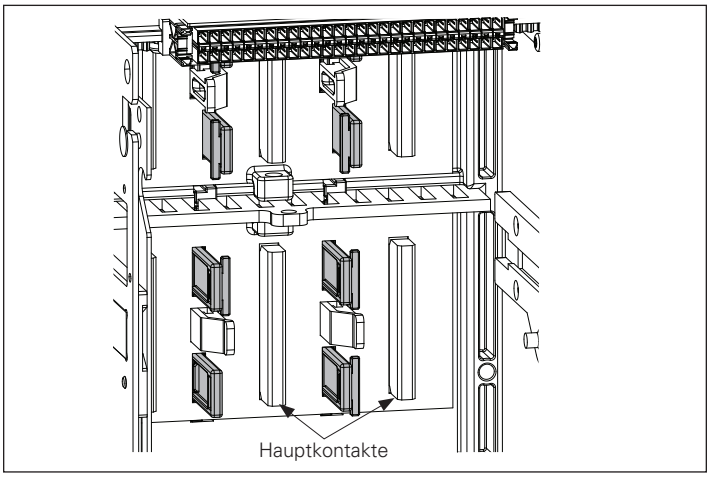
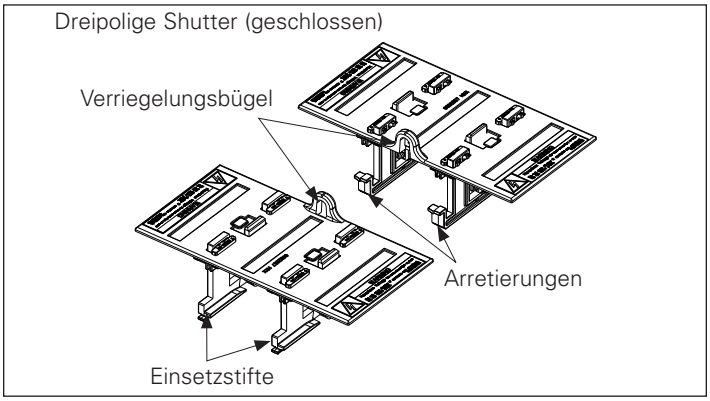
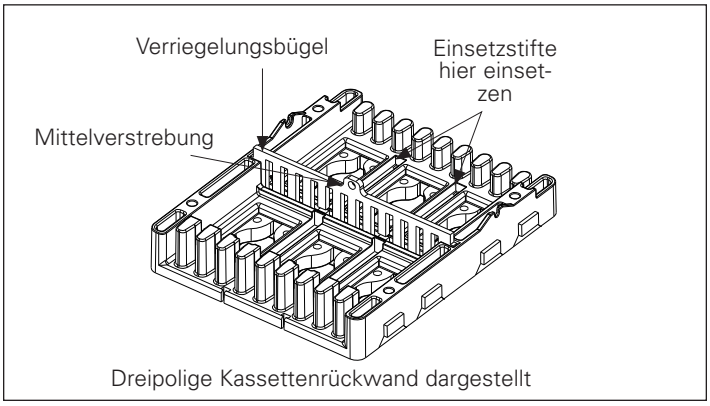

Abbildung 1 - Kassette (Frontansicht, Shutter geöffnet)
Abbildung 2 - Shutter
Abbildung 3 - Kassettenrückwand
Shutter (Berührungsschutz) dienen dem Berührungsschutz gemäß IP20. Sie decken automatisch die Primärkontakte der Kassette ab, wenn der Schalter nicht eingefahren ist (siehe Abbildung 1). Die Shutter verfügen über Vorrichtungen zur Verriegelung. Ein vollständiger Shuttersatz besteht aus zwei vormontierten Shutterteilen (siehe Abbildung 2). Die beiden Teile werden in die Rückwand der Kassette eingebaut (siehe Abbildung 3). Die Rückwand wird, um die Darstellung zu verdeutlichen, einzeln und ohne Primärkontakte abgebildet. Machen Sie sich sowohl mit den Shuttern als auch mit der Rückwand der Kassette vertraut, bevor Sie mit dem Einbau beginnen.
Schritt 2: Setzen Sie den Shutter, offen gehalten und angewinkelt (siehe Abbildung) in die Rückseite der Kassette. Die Einsetzstifte (siehe Abbildung 2) müssen in der jeweiligen Öffnung in der Rückseite eingehakt werden. Beim Einbau spielt es keine Rolle, welcher Shutterteil zuerst eingebaut wird, solange der Verrieglungsbügel zur Mitte der Kassette ausgerichtet ist. Drücken Sie den Shutter herunter bis die Einsetzhaken (siehe Abbildung 2) in der Mittelverstrebung einrasten (hörbar durch ein Klickgeräusch). Sobald der Shutter vollständig eingesetzt ist, testen Sie, ob der Einbau stabil ist, indem sie sachte an den Shuttern ziehen. Bauen Sie nun den anderen Shutter wie hier beschrieben ein. Ein eingebauter Shutter wird sich automatisch schließen, wenn er nicht mehr offen gehalten wird.